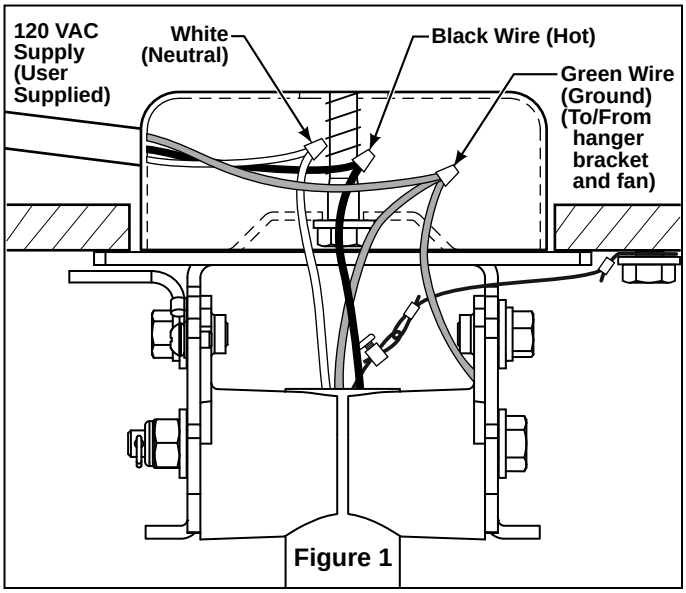

Figure 1
3. Securely connect the white wire from the fan motor to the white supply (neutral) wire using wire connector supplied (Figure 1).
4. Securely connect the black fan motor wire to the black supply wire using wire connector supplied (Figure 1).